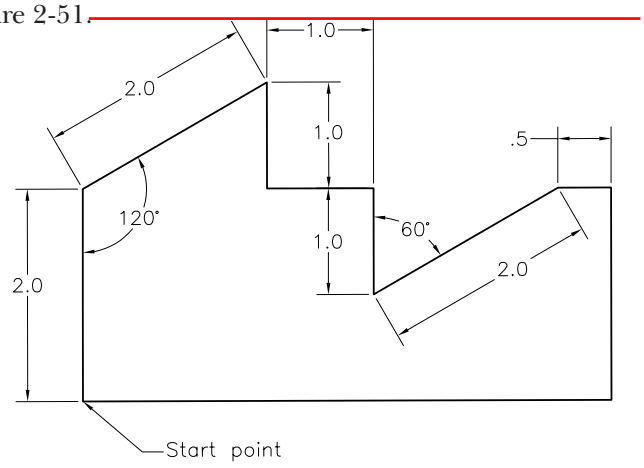

Figure 2-51 *Drawing for Example 5*
In this example, you will set the units of a drawing based on the specifications given below and then draw Figure 2-51.
6. With the units set, you need to draw Figure 2-51 using the relative polar coordinates. Turn off the dynamic input. The prompt sequence to complete the sketch is as follows: